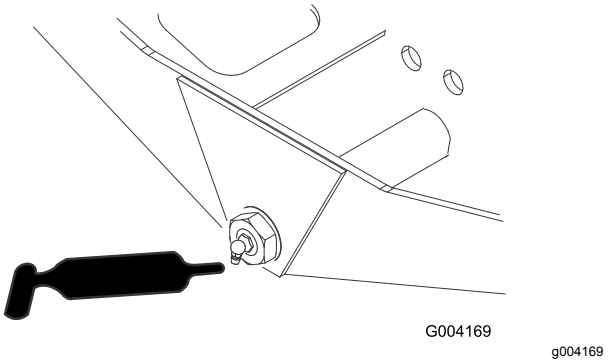

Figur 52
- Axelns styrtapp (1) (Figur 52)